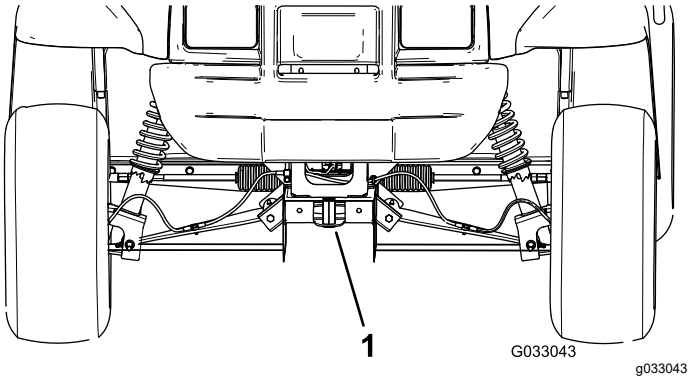

Figuur 23
- Het hefpunt vooraan de machine bevindt zich aan de voorzijde van het frame, achter de sleeplip (Figuur 23).